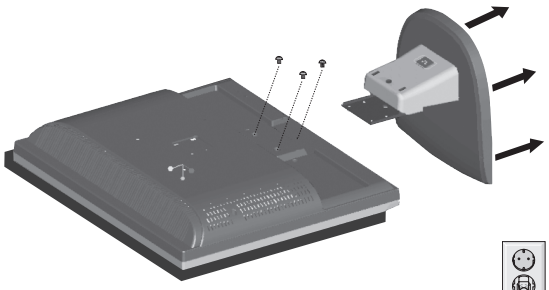

Figure R.2
3. Remove the 3 screws connecting the monitor to the stand and remove the stand as indicated (**Figure R.2**). The monitor is now ready for mounting in an alternative manner.